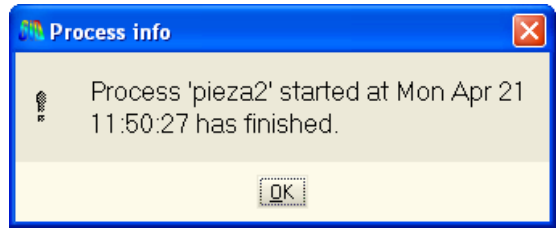

*Figure 24. The **Process info** window*
18. Wait until a window appears stating that the calculation is finished (Figure 24).